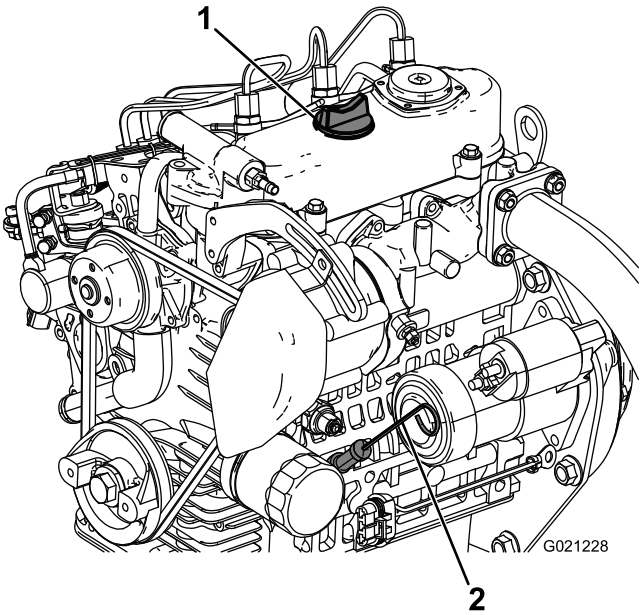

Figur 13
2. Ta ut peilestaven (Figur 13) og tørk den med en ren fille. Sett peilestaven inn i røret, og pass på at den når helt ned. Fjern peilestaven, og sjekk oljenivået.
3. Hvis oljenivået er lavt, må du ta av tanklokket (Figur 13) og fylle på nok olje til nivået når opp til Full-merket på peilestaven.